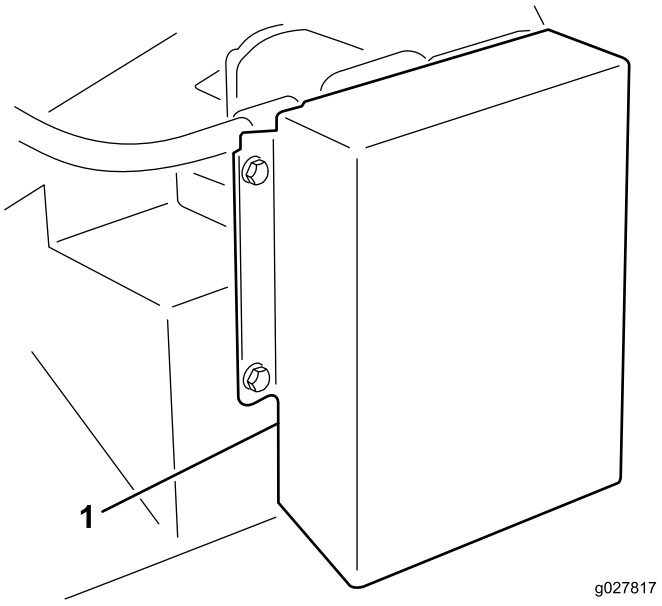

Figura 9
1. Remova os dispositivos de fixação que prendem o resguardo do motor à estrutura da plataforma (Figura 9). Remova o resguardo.